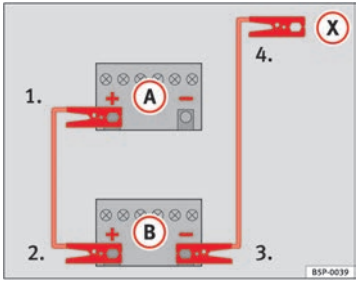

Fig. 182 How to connect the jump leads
⇒ fig. 182 (A) shows the flat battery and (B) the charged battery.
1. Connect one end of the red jump lead to the positive ⇒ fig. 182 (+) terminal of the vehicle with the flat battery ⇒ ⚠.
4. Connect the other end of the black jump lead (X) to a solid metal component which is bolted on to the engine block, or onto the engine block itself of the vehicle with the flat battery. Do not connect it to a point near the battery ⇒ ⚠.